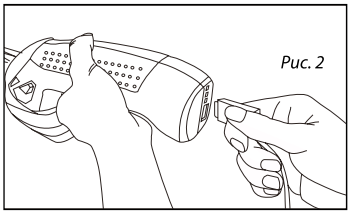

Рис. 2
1. Вставьте кабель в разъем устройства и подключите его к адаптеру питания*. Адаптер питания вставьте в розетку. *(Рис. 2)*